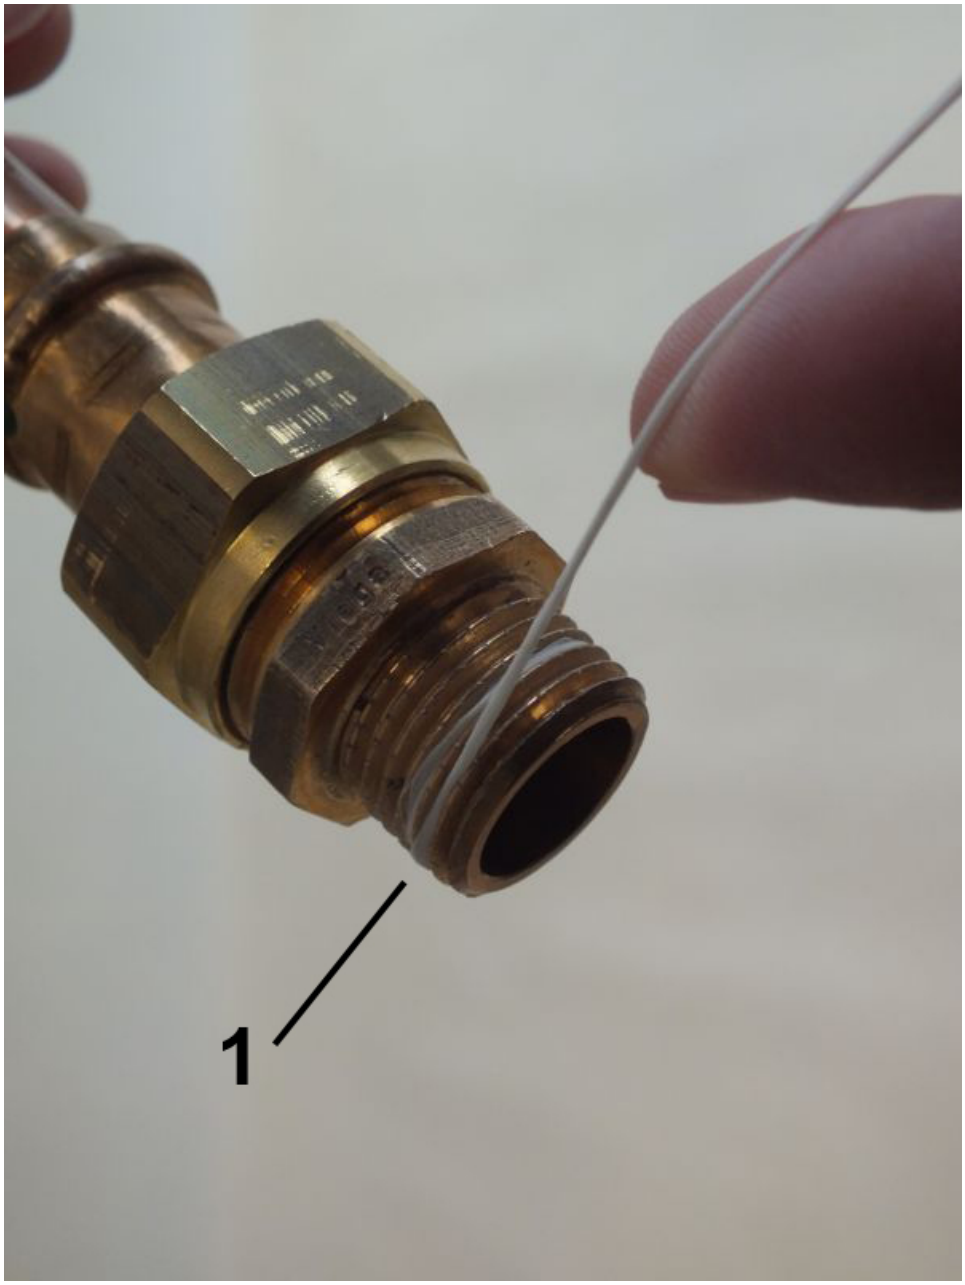

Fig. 10: Apply sealing thread
2. Apply sealing thread (*Fig. 10*/1) to the napped area in the threaded direction. Observe the quantity recommended by the sealant manufacturer.